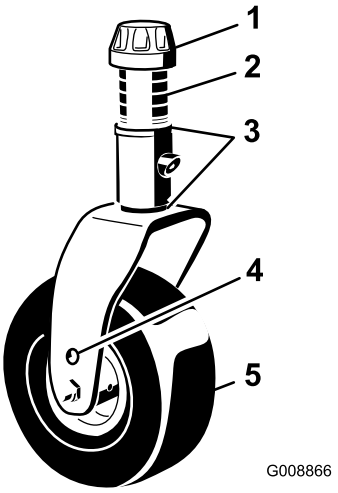
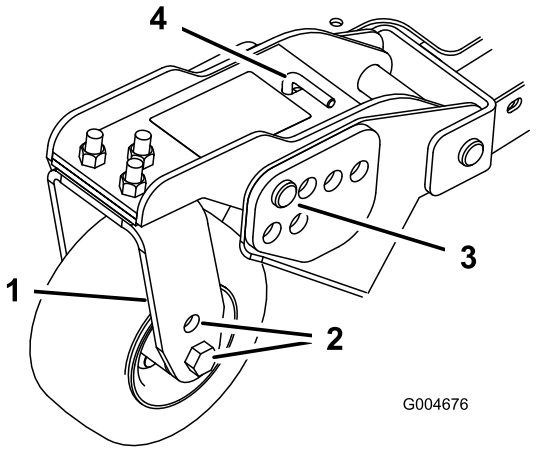
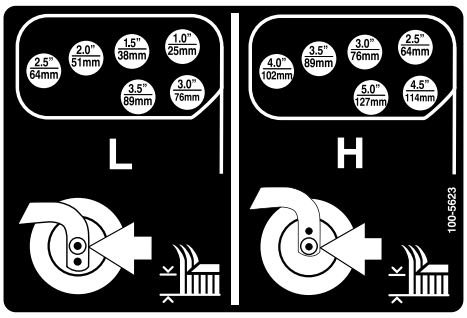

Figur 21
Figur 23
Figur 24
1. Sätt svänghjulsaxlarna i samma hål i alla hjulgafflar (Figur 21 och Figur 23). Ta hjälp av tabellen nedan för att kontrollera vilket hål som är rätt för inställningen.
2. Ta bort spännlocket från spindelaxeln (Figur 21) och skjut ut spindeln ur svänghjulsarmen. Placera de två mellanläggen (3 mm) på spindelaxeln såsom de satt från början. Mellanläggen krävs för att man ska få jämn höjd över hela klippenheternas bredd. Skjut på ett lämpligt antal 13 mm distanser på spindelaxeln för att få önskad klipphöjd. Skjut sedan på brickan på axeln.
4. Ta bort hårnålssprinten och sprintbulten från svänghjulsarmarna (Figur 23).
5. Vrid spännstången för att höja eller sänka svängarmen tills hålen befinner sig i linje med de utvalda fästhålen för klipphöjdsinställning i klippenhetens ram (Figur 23 och Figur 24).
Justera medarna genom att ta bort flänsbulten och muttrarna, placera medarna i önskat läge och sätta tillbaka fästelementen (Figur 24).